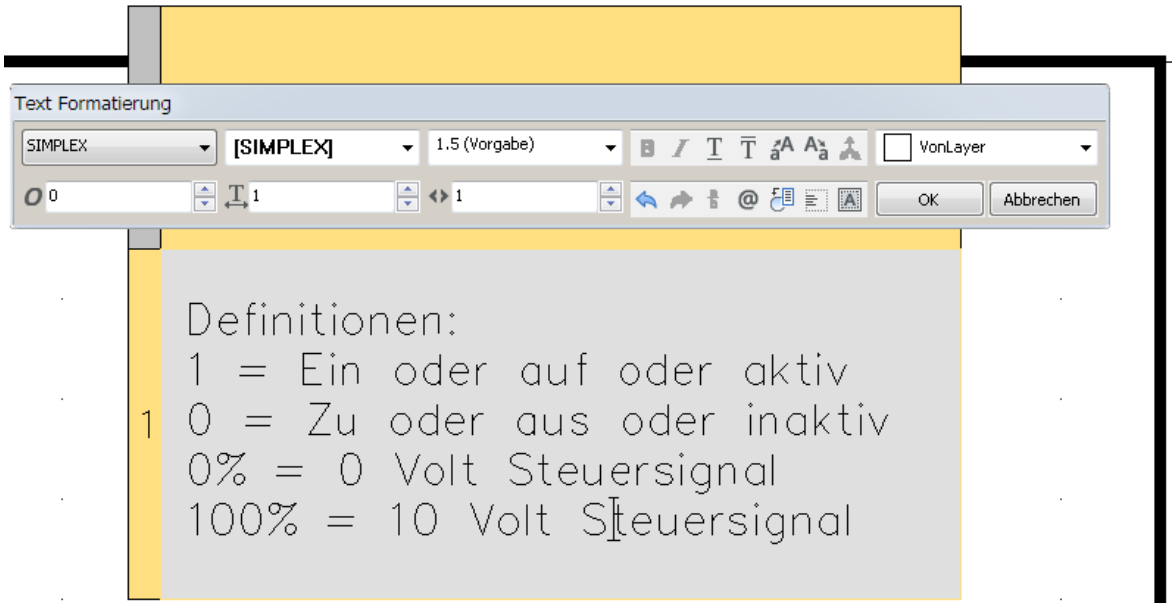

Bild 25.5 – Die Legende mit den verwendeten Abkürzungen
- Platzieren Sie die Legende in der oberen rechten Ecke (Abb. 25.5).